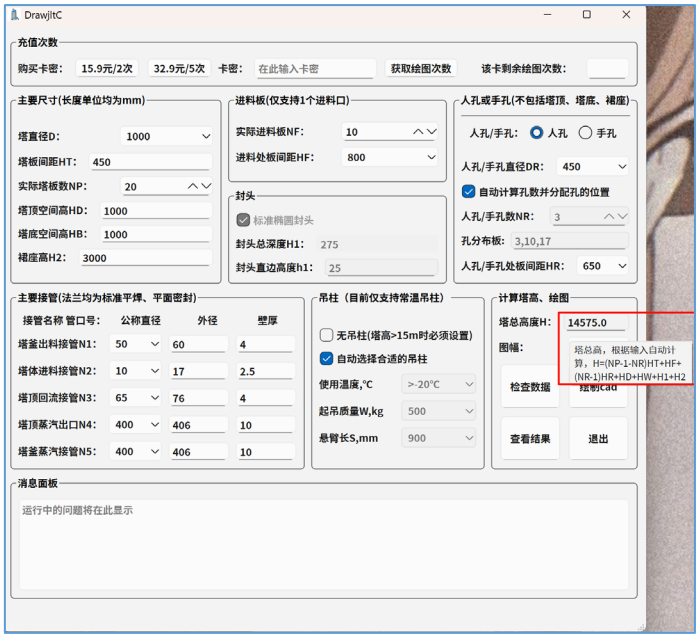

图 3-16 塔总高 H 及其计算公式
1. 如果您的数据输入完毕，您可以在塔总高度 H 处看到计算结果，您可以将其与您自己的计算结果进行比对，以初步检查，此外您可以将鼠标悬停在计算结果处，将提示 H 的计算公式以供校对，如图 3-16 所示。（下一页）